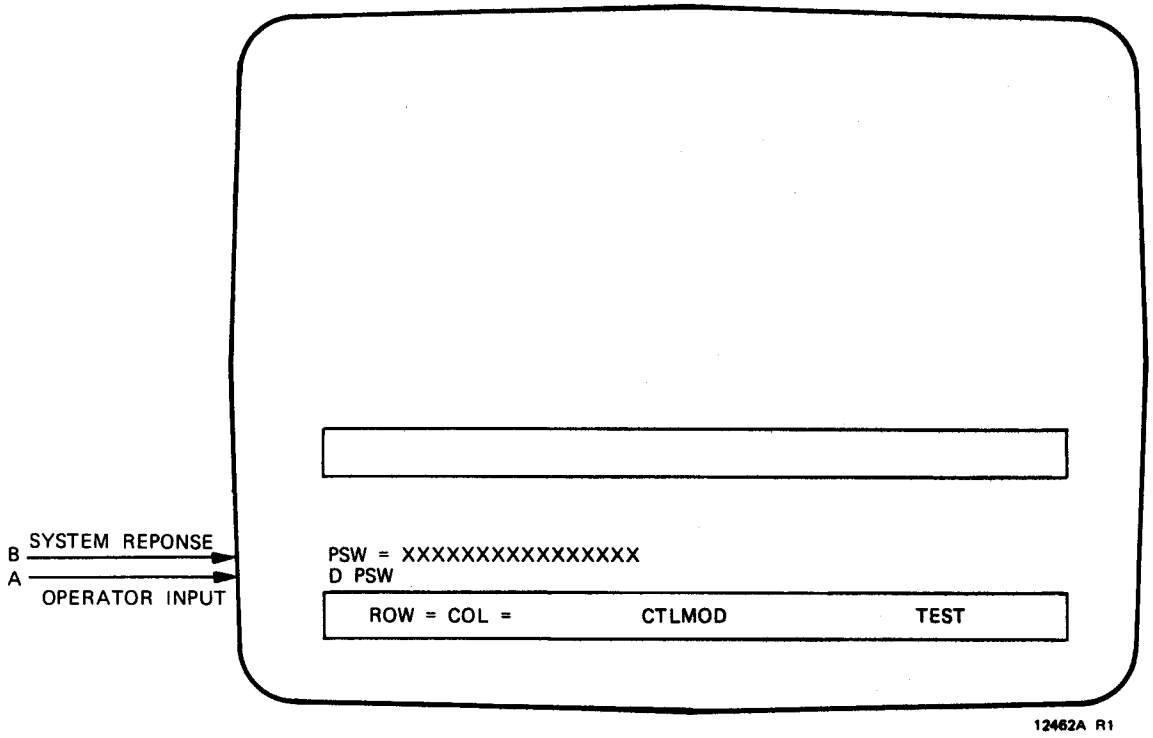

Figure 2-4. Program Status Word (PSW) Display
2. The PSW is displayed on the console screen as illustrated on figure 2-4. Record the PSW.